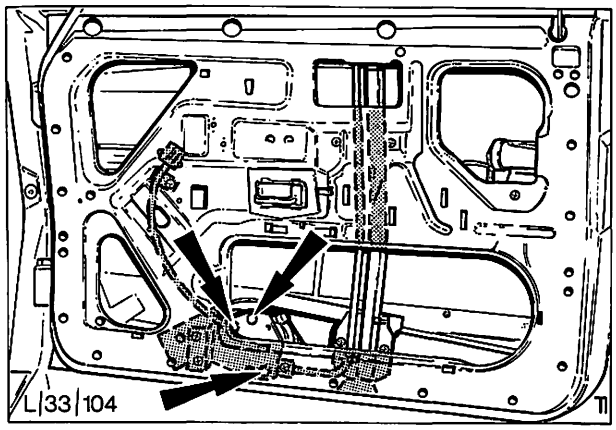

Abb. 43 Befestigungsschrauben – Elektromotor
5. Befestigungsschrauben (3) vom Motor an Fensterheber entfernen, Scheibe abstützen und Motor aus der Tür ausbauen, Abb. 43.